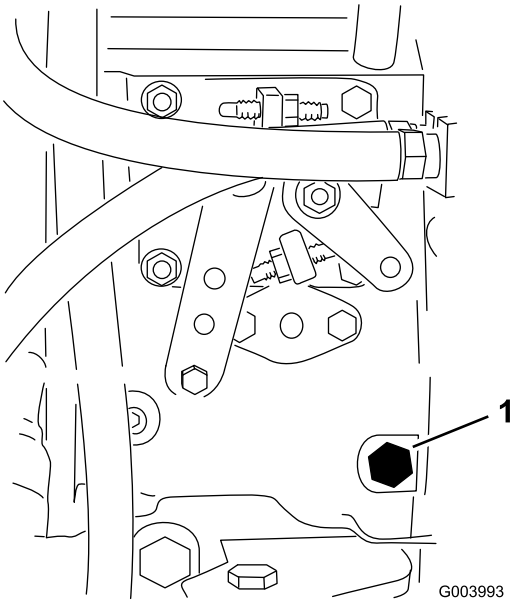

Figur 37
3. Åbn udluftningsskruen på brændstofindsprøjtningspumpen (Figur 37) med en 12 mm nøgle.